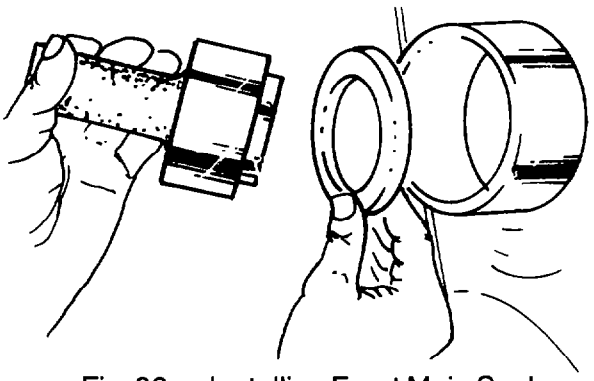

Fig. 86 — Installing Front Main Seal
a. Use tool J-24230 to fit the front main seal into the timing case cover; drive the seal into the cover until it butts fully against the seating collar (see fig. 86).